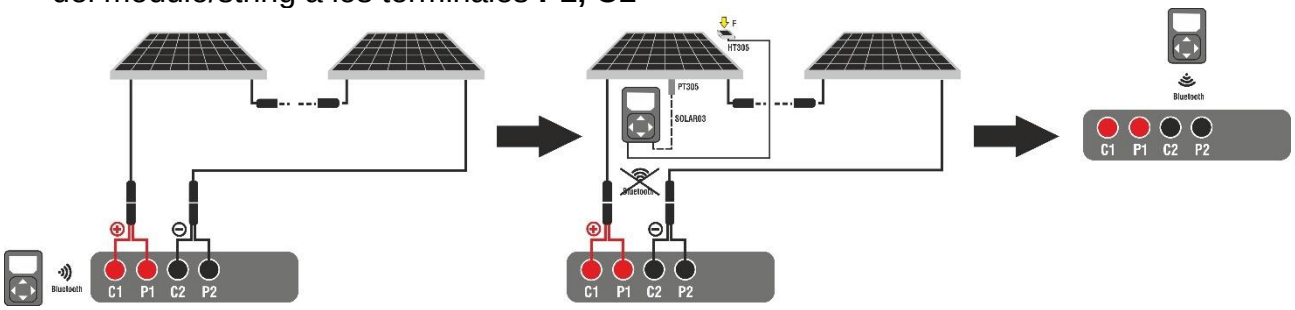
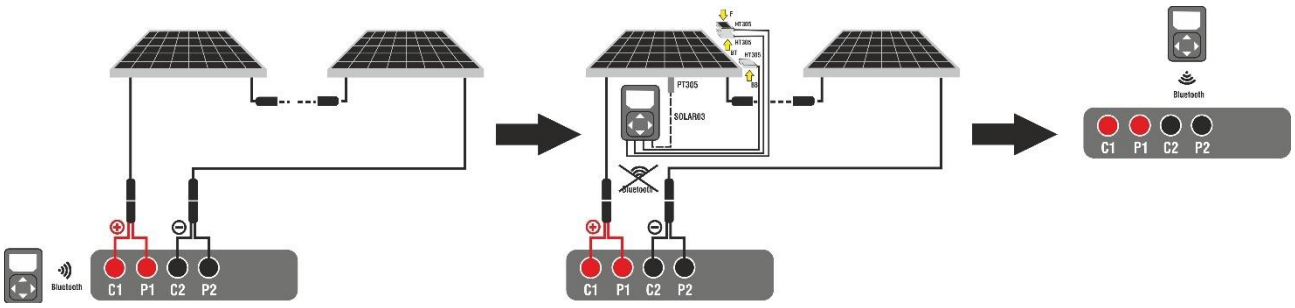

Fig. 47: Uso del instrumento con SOLAR03 en registro síncrono en módulos Monofaciales
Fig. 48: Uso del instrumento con SOLAR03 en registro síncrono en módulos Bifaciales
2. Conecte el instrumento al módulo/string bajo prueba como se muestra en la Fig. 47 (módulos Monofaciales) o la Fig. 48 (módulos Bifaciales). En particular, conecte el polo negativo que sale del módulo/string a los terminales **P2, C2** y el polo positivo que sale del módulo/string a los terminales **P1, C1**
3. Acerque la unidad remota SOLAR03 al instrumento como se muestra en la Fig. 47 o Fig. 48 – parte izquierda
8. **Acerque la unidad remota a los módulos** y conecte las sondas de irradiación y temperatura (si necesaria) como se muestra en la en la Fig. 47 o Fig. 48 – parte central. En particular:
- **En el caso de módulos Bifaciales** → posicione las **3 las células de referencia HT305** sobre el plano frontal del módulo **(F)**, sobre la parte superior trasera (**BT**=**B**ack**T**op) y sobre la parte inferior trasera (**BB**=**B**ack**B**ottom) del módulo. Conecte la célula de referencia frontal (F) en la entrada "**INP1**", la célula de referencia BT en la entrada "**INP2**", la célula de referencia BB en la entrada "**INP3**" y **eventualmente** la sonda de temperatura **PT305** en la entrada "**INP4**" de la unidad remota. De acuerdo con la normativa IEC/EN60904-1-2, el instrumento calcula el valor de Irradiación frontal equivalente (**Irreq**) que corresponde a la Irradiación únicamente sobre el plano frontal que produce los mismos efectos que la Irradiación obtenida sobre ambas caras teniendo en cuenta el **coeficiente de bifacialidad** (φ) del módulo en base a la siguiente relación:
15. **Al término de la sesión de pruebas** desconecte la unidad remota SOLAR03 y acérquela al instrumento (ver la Fig. 47 o Fig. 48 – parte derecha) y verifique la reconexión automática con él mismo